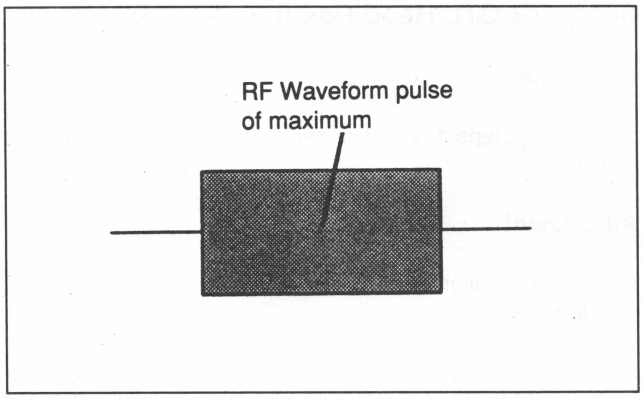

Fig. 8-7-2. REC Head Playback RF Waveform
4. Adjust the tracking control so that the RF waveform of a CH-2 (REC head playback RF) pulse is maximum. (Refer to Fig. 8-7-2.)
3. Adjust the tracking control so that the RF waveform of a CH-2 (REC head playback RF) pulse is maximum. (Refer to Fig. 8-7-2.)